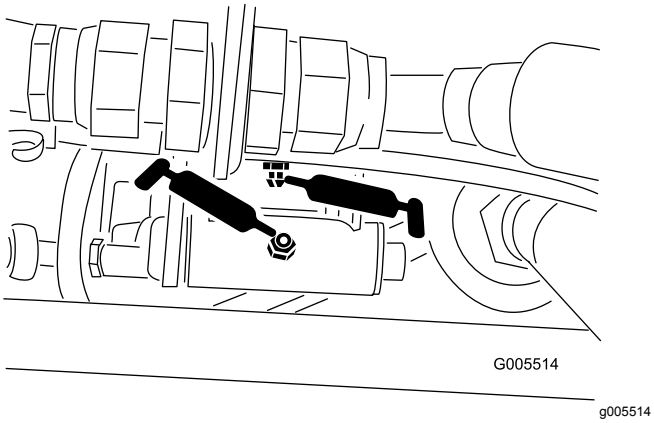
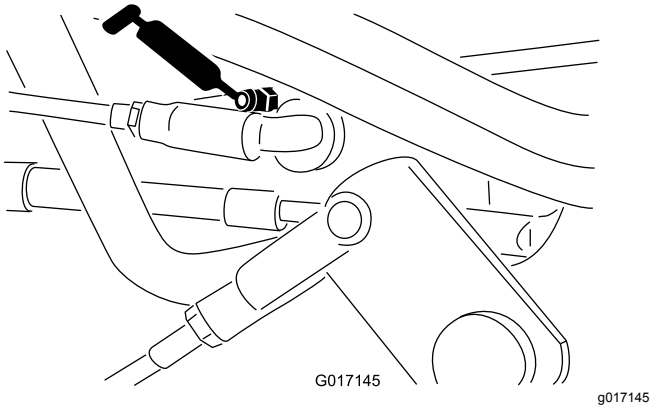

Figur 43
Figur 44
- Växelväljarlänkaget (Figur 43 och Figur 44)